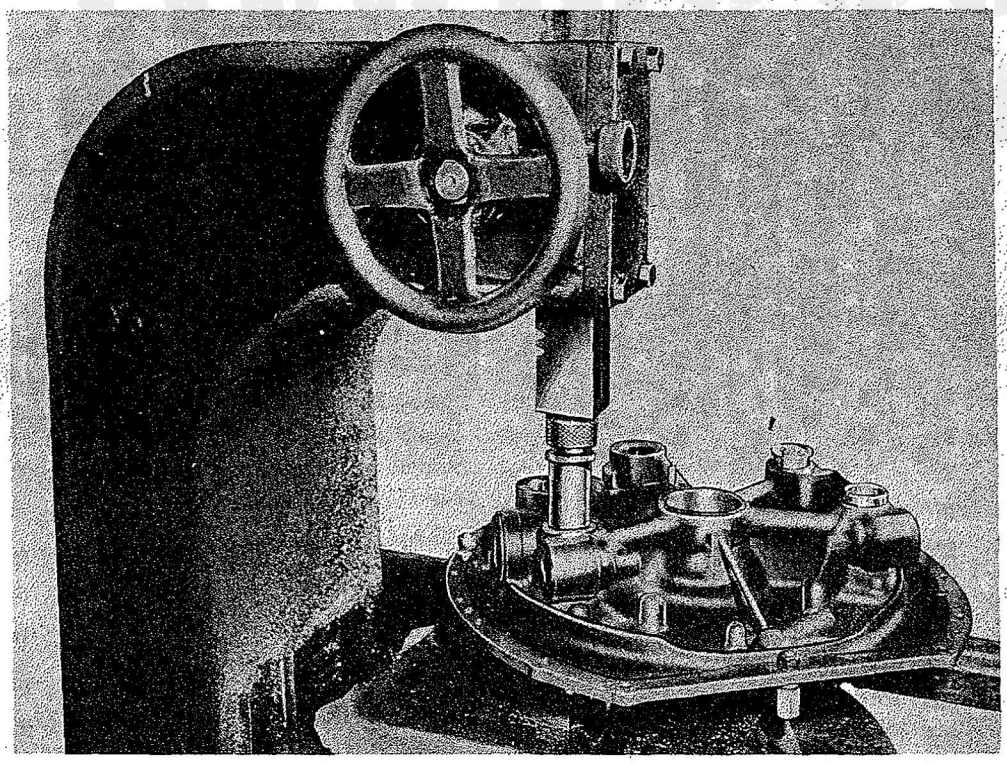

Figure 163—Pressing in Magneto Drive Gear Shaft Bushing
b. Press in the new bushing, using installing tools (Tools No. 83907-20 and -23) in an arbor press. Support the rear cover on collar (Tool No. 83875-4) during this operation to protect the magneto attaching studs. Refer to Figure 163.